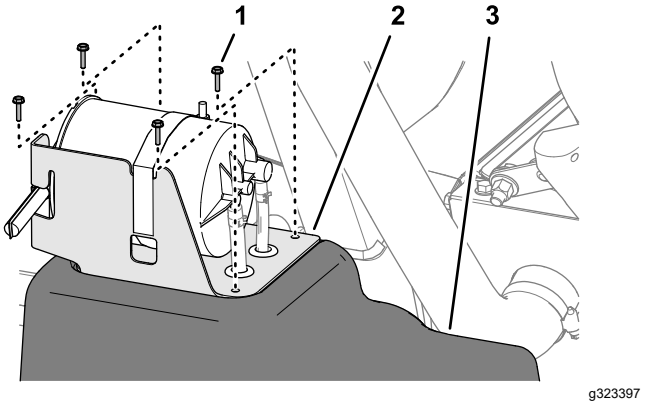

Figur 92
5. Rikta in hålen i kolkanisterns fäste efter hålen i bränslekanalen (Figur 92).
6. Montera fästet på tanken (Figur 92) med de fyra skruvarna (nr 10 x ¾ tum).